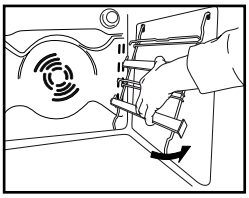

Fig. 4
4. Montera tillbaka stegarna i ugnen *(fig. 4)*.